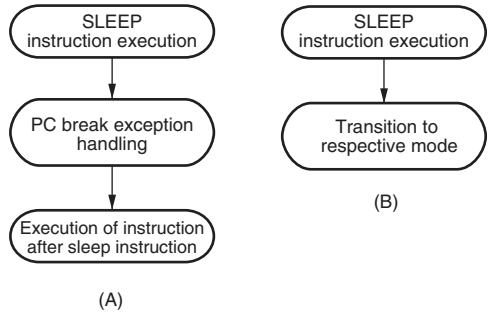

**Figure 6.2 Operation in Power-Down Mode Transitions**
After execution of the SLEEP instruction, a transition is not made to sleep mode, and PC break exception handling is executed. After execution of PC break exception handling, the instruction at the address after the SLEEP instruction is executed (figure 6.2 (A)).
After execution of the SLEEP instruction, a transition is made to software standby mode, and PC break exception handling is not executed. However, the CMFA or CMFB flag is set (figure 6.2 (B)).